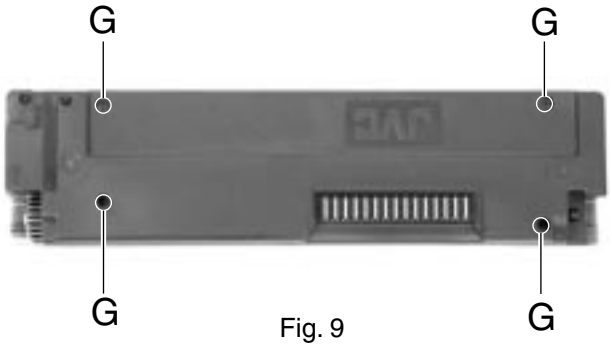

Fig. 9
■ Removing the (LCD & key) control switch board (See Fig.9 to 11)